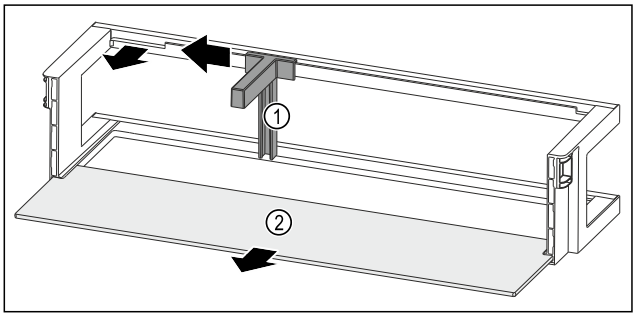

Fig. 249 Door rack with bottle holder and shelf
▶ Slide the bottle holder *Fig. 249 (1)* to the side as far as the recess.
▶ Remove the bottle holder *Fig. 249 (1)*.
▶ Remove the shelf *Fig. 249 (2)*.